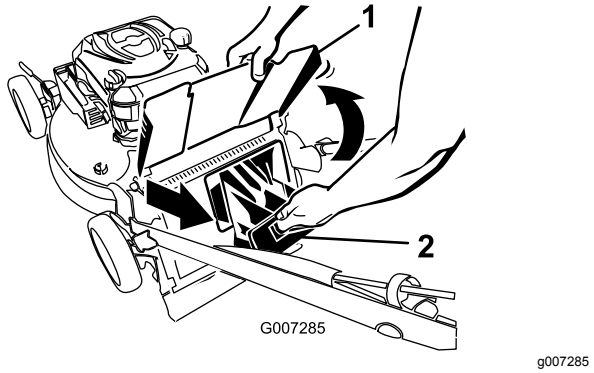

**Rysunek 23**
2. Podnieś i przytrzymaj deflektor tylnego wyrzutu (Rysunek 23).
3. Wyciągnij zaślepkę wyrzutu do tyłu (Rysunek 23).
4. Zamontuj zaślepkę tylnego wyrzutu (rysunek 23).